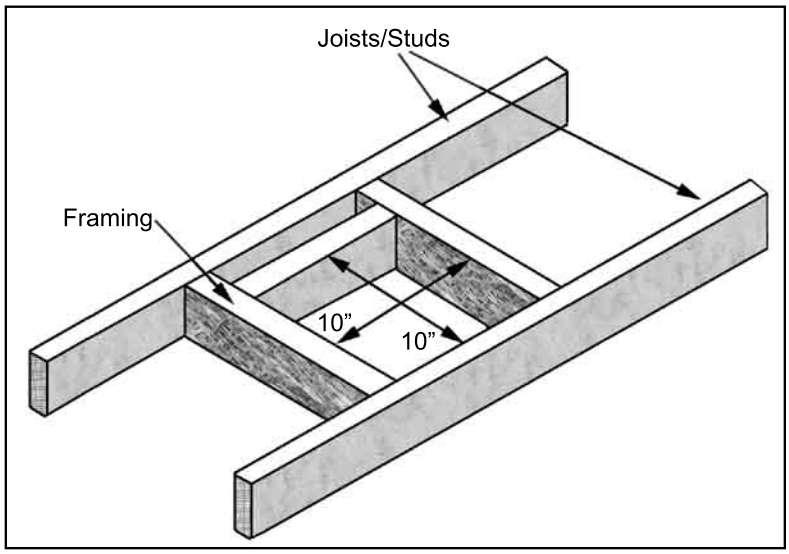
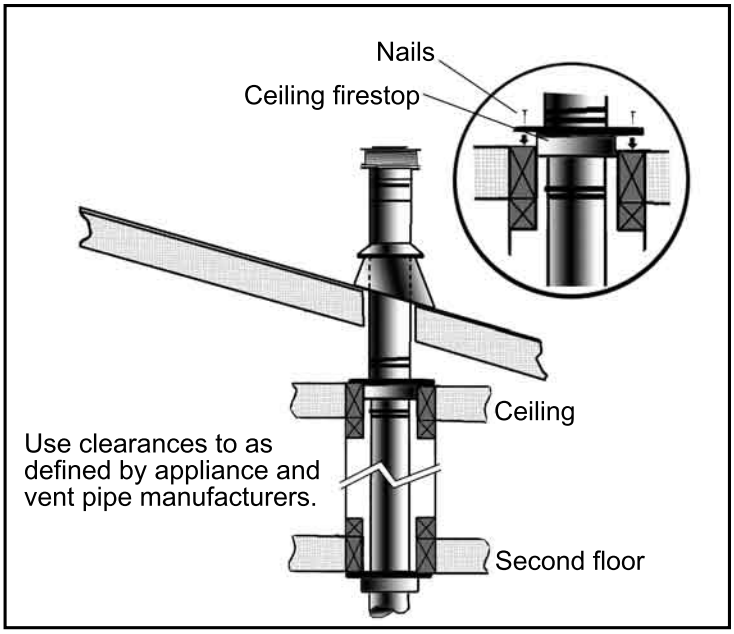

**Figure 19. Vent Framing Through Wall/Ceiling**
**Figure 26: Multi-Story Vent Pipe Installation.**
A 10" (254 mm) x 10" (254 mm) frame (see Figure 19) will assure the proper support and spacing for the vent pipe as it passes through the wall. Installations in Canada require that a wall thimble be used for passing through walls and ceilings. All sealing and vapour barriers must comply with local building codes.
**Step 3.** With the pipe in the correct position and attached to the fireplace, mark the wall for a 10 inches (25.4 cm) x 10 inches (25.4 cm) square hole (see Figure 19). The center of the hole should match the center line of the horizontal pipe. Cut and frame the hole in the exterior wall where the vent will be terminated. If the wall being penetrated is made of a non-combustible material (i.e. masonry or concrete) a 7 inches (17.8 cm) hole is acceptable.
**Step 3.** To install the Round Support Box/Wall Thimble in a flat ceiling, cut a 10 inch (25.4 cm) square hole in the ceiling, centered in the hole drilled in Step 2. Frame the hole as shown in Figure 19.
**(3)** For multi story installations; a ceiling firestop is required at the second floor, and any subsequent floors (see Figure 26). The opening should be framed to 10" (254 mm) x 10" (254 mm) inside dimensions, in the same manner as shown in Figure 19.